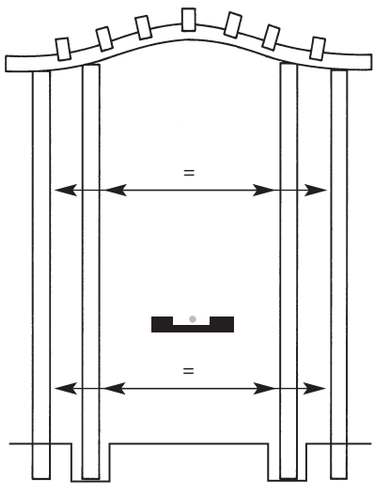

Fig.3
6. Ensure the arch is equally spaced, level and vertical (see ***Fig 3.***)